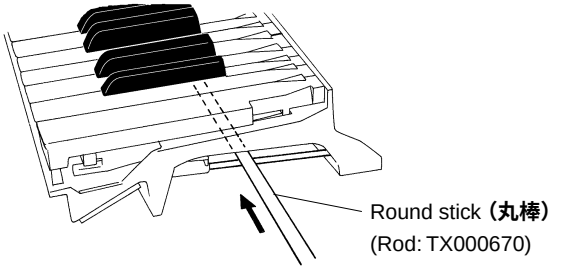

Fig. 15 (図15)
* *After inserting a round stick (Rod: TX000670) between the frame and the keys, remove the circuit boards. (Fig. 15)*
※ シートをはずす前に、接点ゴムを歪ませないように、フレームとハンマーの間に丸棒(ロッド：TX000670)を挿入しておきます。(図15)